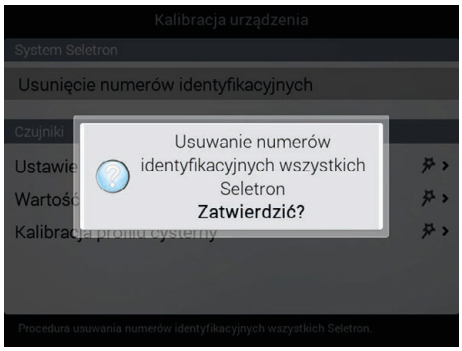

Rys. 139
- Komunikat na Rys. 139 wyświetla się na wyświetlaczu: zatwierdzić usunięcie naciskając ponownie OK.